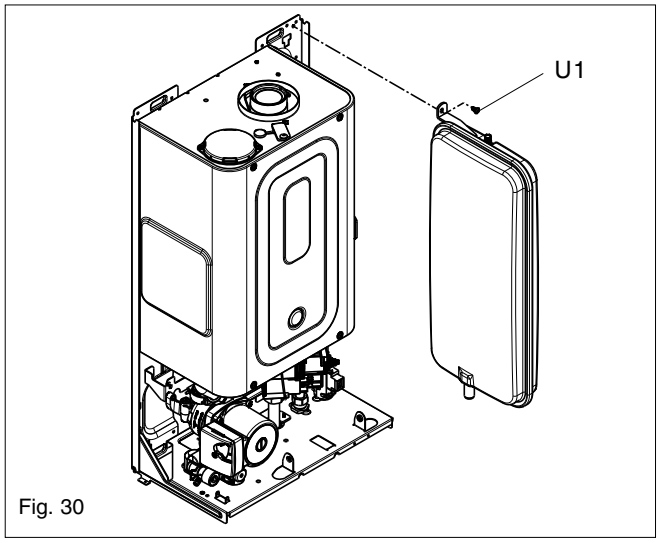

Fig. 30
6.15 EXPANSION VESSEL REMOVAL (fig. 30)